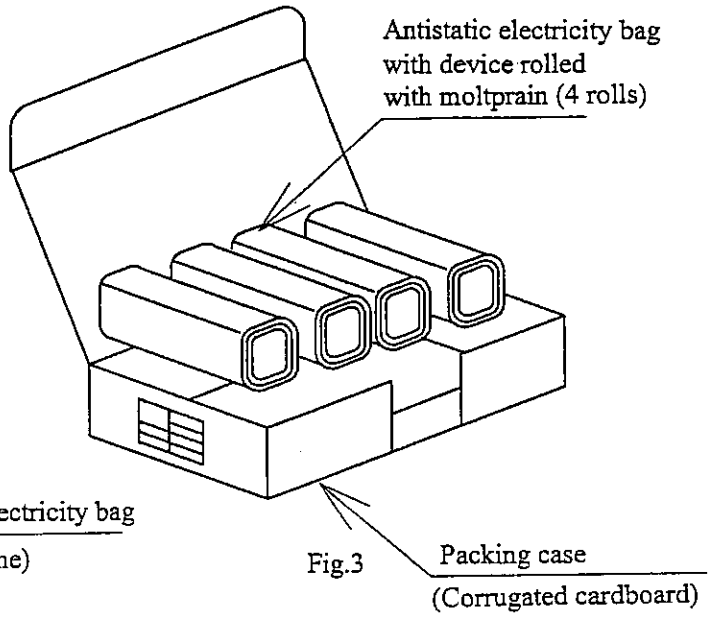

Fig.3
3. Seal the packing box , and print the model No., quantity and lot No. (400pcs. / a packing box) (Fig. 3)